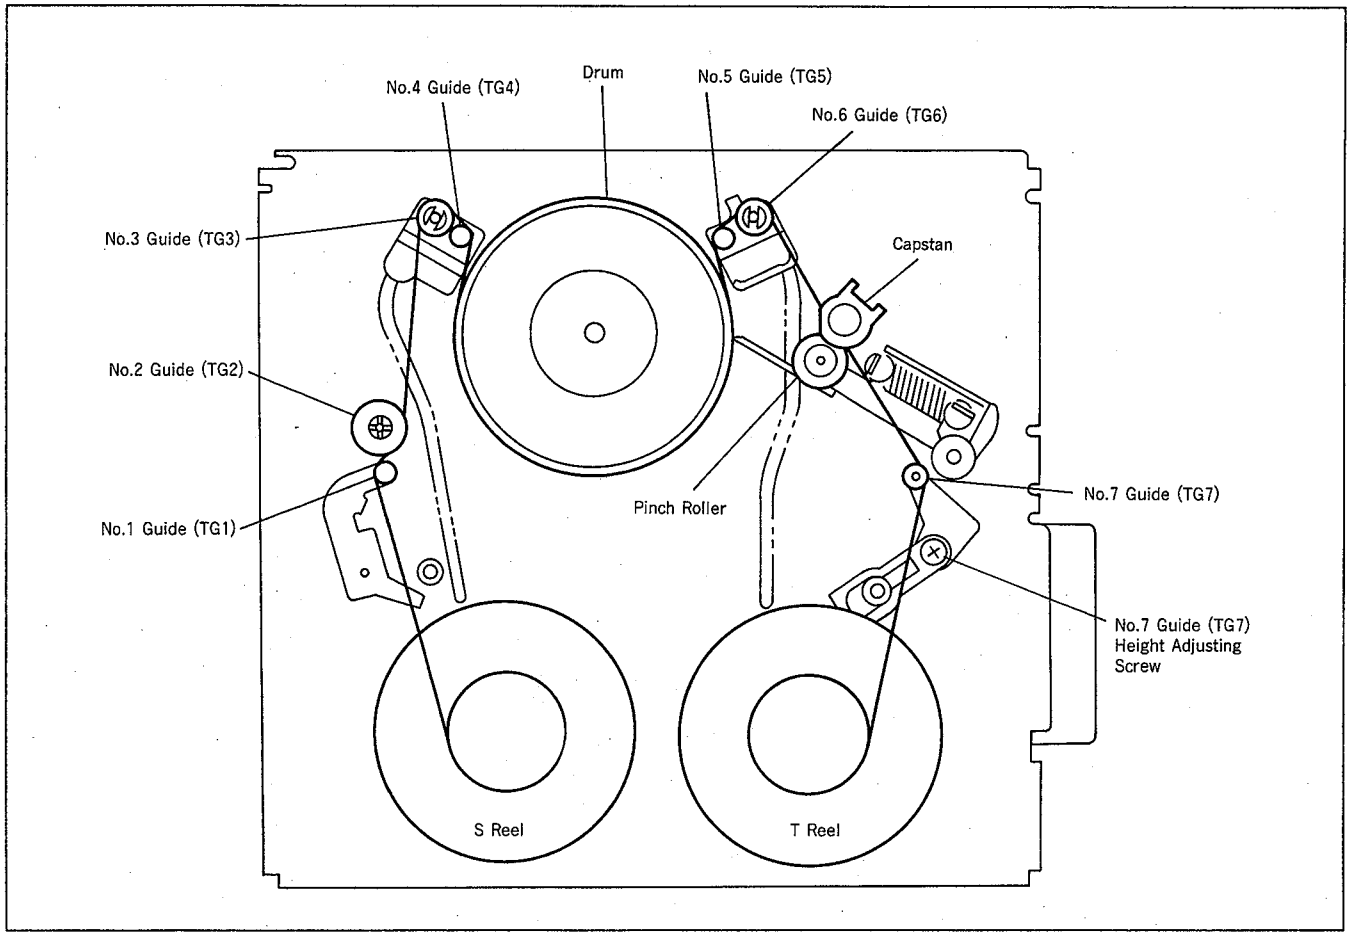

Fig. 34
1) Clean the tape running surface (tape guides, drum, capstan shaft, pinch roller) (Fig. 34).